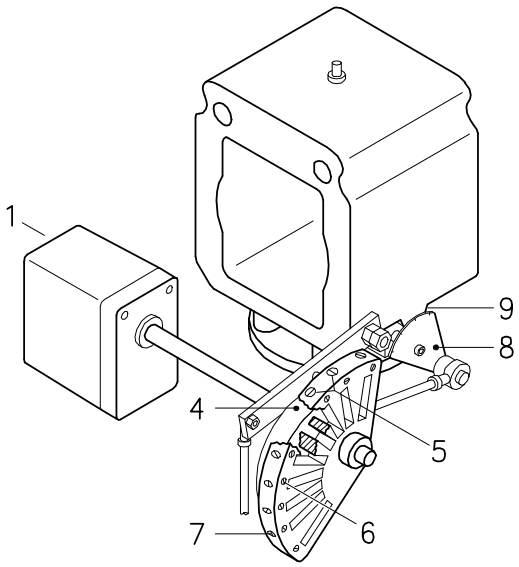

рис. 31
Постепенно отрегулируйте торцевой профиль кулачка 4) (рис. 31), поворачивая винты 7).
Расшифровка (рис. 31)
Плавно отрегулируйте начальный профиль кулачка 4)Рис. 31 на стр. 26, поворачивая винты 5).
- снимите кулачок 4)рис. 31 на стр. 26 с серводвигателя, нажав (и переместив вправо) кнопку разблокировки серводвигателя;
➤Как только будет достигнута оптимальная регулировка, закрепите ее винтами 6)Рис. 31 на стр. 26.